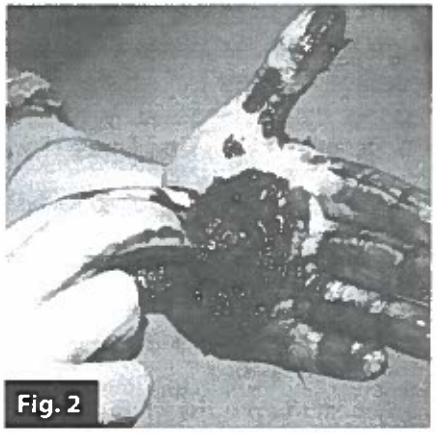

Fig. 2
2. Press widest end of bearing into the outer edge of the grease pile, forcing grease into the inner area of the bearing between two adjacent rollers **(Fig. 2)**.